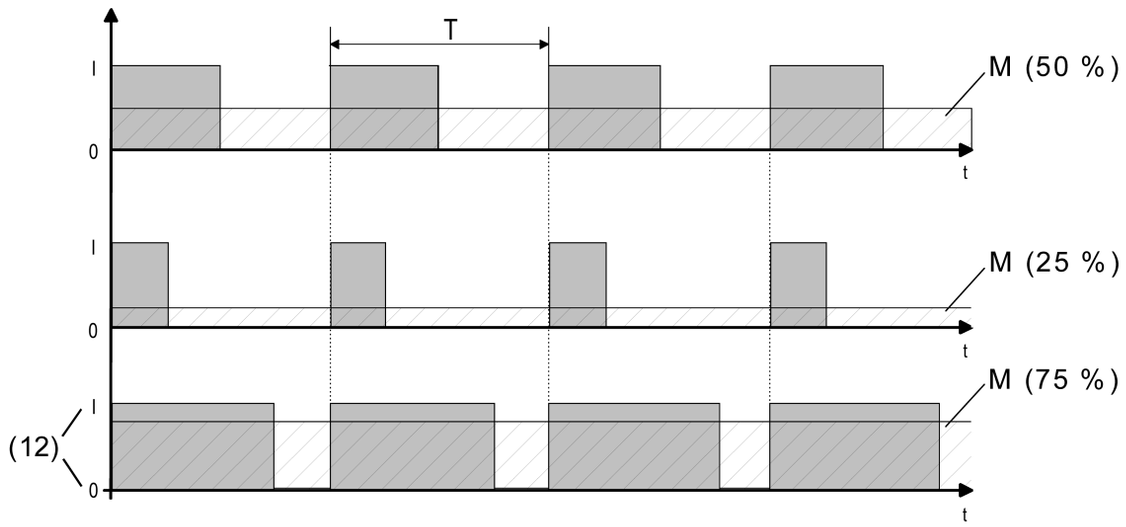

Figura 16: Modulazione a larghezza d'impulsi di un segnale d'uscita della valvola
Non appena l'apparecchio deve impostare una grandezza regolante continua o un valore di posizione nominale valvola continuo sull'uscita valvola, l'apparecchio modula il segnale d'uscita tramite la larghezza dell'impulso di accensione. Il valore medio del segnale d'uscita risultante da questa modulazione (M), nel rispetto del tempo di ciclo impostabile nell'apparecchio (T), indica la posizione media della valvola di regolazione e rappresenta dunque un riferimento per la temperatura ambiente impostata (figura 16).